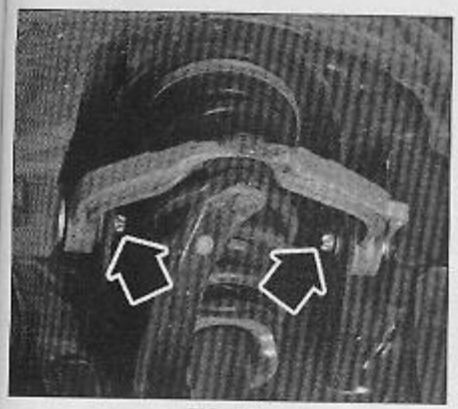

FIG. 12
• Déposer les vis de fixation du bras supérieur sur la caisse (Fig.12).